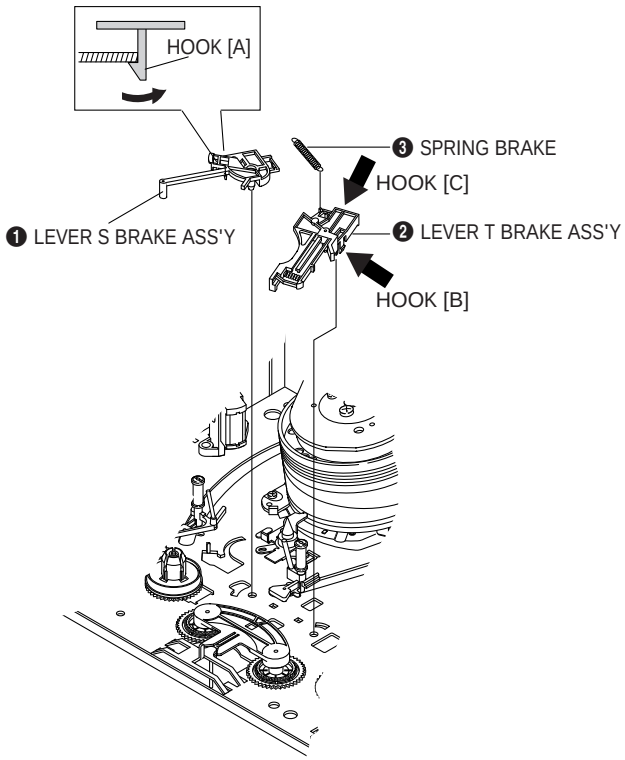

Fig. 1-16 Lever S, T Brake Ass'y Removal
1) Release the Hook [A] and the Hook [B], [C] in the direction of arrow as shown in Fig. 1-16.
2) Lift the Lever S, T Brake Ass'y ❶, ❷ with Spring Brake ❸.